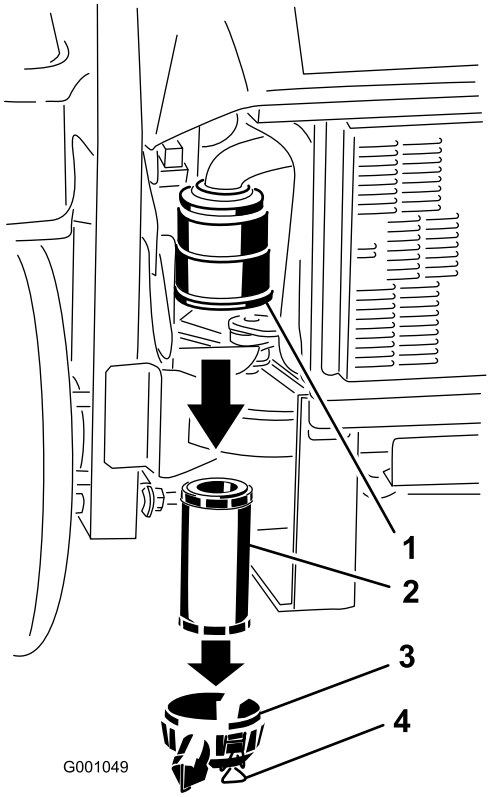

Figuur 43
3. Maak de sluitingen op het luchtfilter los en trek het luchtfilterdeksel van de luchtfilterbehuizing (Figuur 43).
5. Schuif het filter voorzichtig uit de luchtfilterbehuizing (Figuur 43). Zorg ervoor dat u niet met het filter tegen de zijkant van de luchtfilterbehuizing stoot.